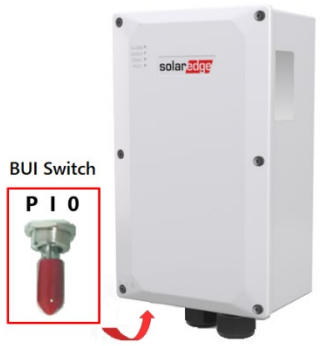

*Figure 6 SolarEdge Home Backup Interface (BUI)*
6. When the **Commissioning** screen is displayed, turn on the BUI Switch to "**I**" (see Figure 6).